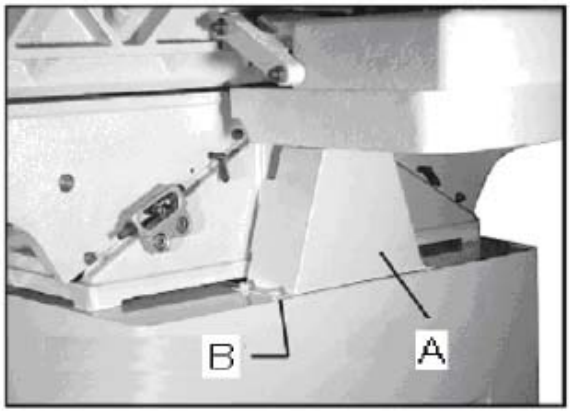

Рис. 4
1. Открутите 4 винта с 4 шайбами (B, Рис. 4) и снимите защитное ограждение ремня (A, Рис. 4).
1. Открутите 4 винта с 4 стопорными и 4 плоскими шайбами (B, Рис. 4) и снимите защитное ограждение ремня (A, Рис. 4).
5. Установите на место заднюю панель и защитное ограждение ремня (Рис. 4 и 5).